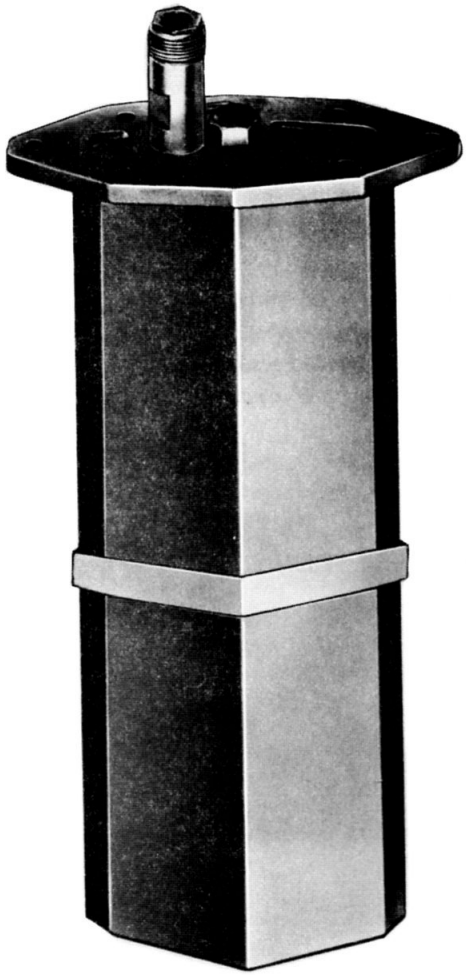

Fig. 1. Aerial, aircraft, 5985–99–911–8266
1. The aerial, aircraft, 5985–99–911–8266, (McMichael type EDC/18136), illustrated in fig. 1, is a British version of the antenna, 5985–99–932–6362, (Derveaux type 248). The aerial is a blade approximately 9 inches in height from its mounting base and is mounted on the outside of the aircraft skin.